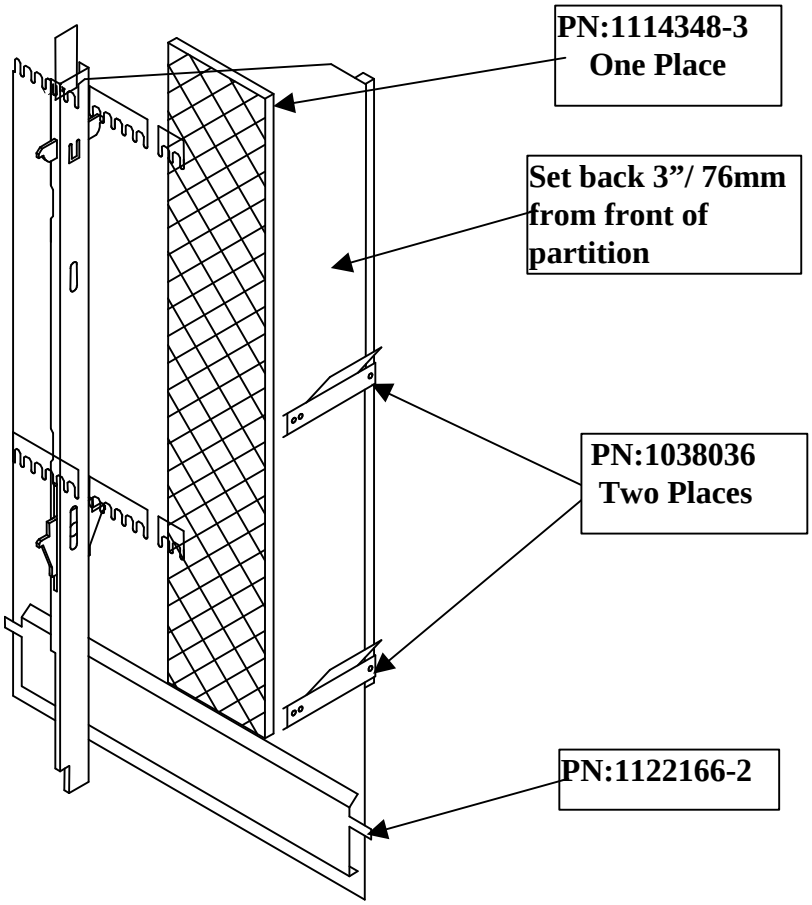

**Figure 1**
**Note:To properly vend product the Uni-1must have the columns set up as illustrated. *Install spring on right (Low Tension) side The 250ml product must be vended on the right side of mixed product. (Jam will occur if adjacent right gage bar is in slot #1) **Install magnetic column spacer into right side of partition above product side spacer and product slides (See Figure 1 for installation detail). *** Install anti theft rod in lower hole if product is vended in far left column.**
*TEL: (559) 439-1770 FAX: (559) 650-3455.*
**Installation (see Figure 1)**
**Step #3** Install pkg. of one 31.8” long magnetic foam pad (P/N1114348-3) on the right side partition. Locate pad in center as shown in Figure 1 above the .74 product side spacer (P/N1122166-2)